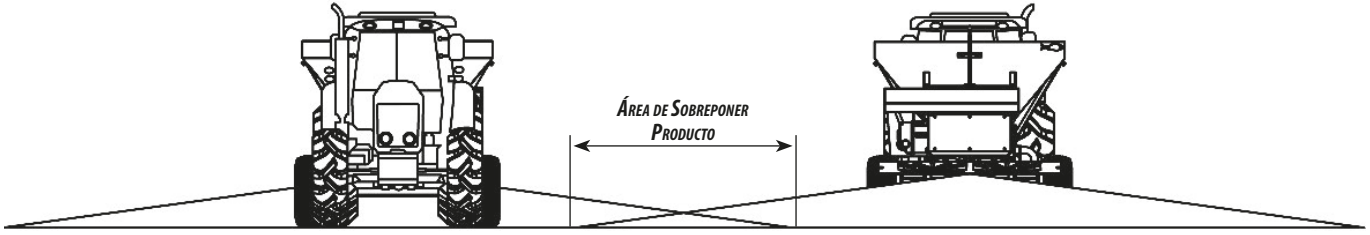

FIGURA 15
- Esta acción es de sobreponer el producto que es distribuido en la extremidad de la faja inmediatamente anterior a la actual que se está aplicando, eso para compensar la deficiencia de distribución que ocurre naturalmente en las extremidades de las fajas, conforme enseña la ***figura 15***.